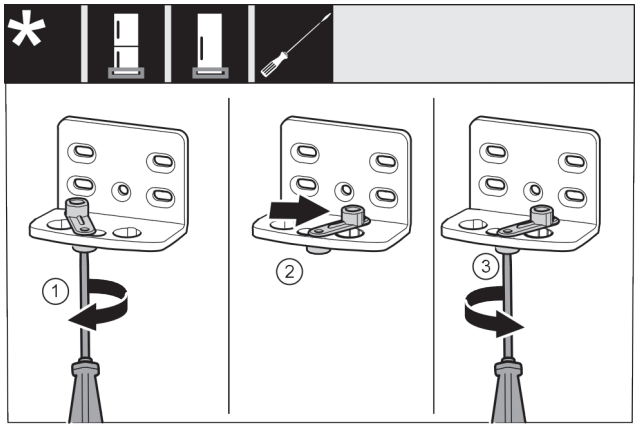

*Fig. 19* *
- ▶ Schroef *Fig. 19 (1)* met een schroevendraaier losdraaien.*
- ▶ Deursluithulp *Fig. 19 (2)* optillen en 90° naar rechts in de boring draaien.*
- ▶ Schroef *Fig. 19 (3)* met een schroevendraaier vastschroeven.*